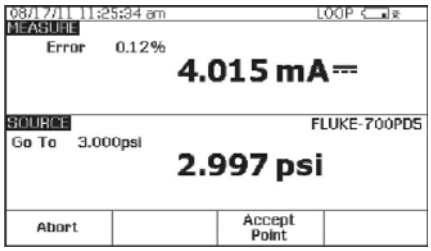

图 25.
9. 选择“Manual Test”(手动测试)，然后观察 DPC 的提示：“Go to 3 PSI”(转至 3 PSI) (图 25)。